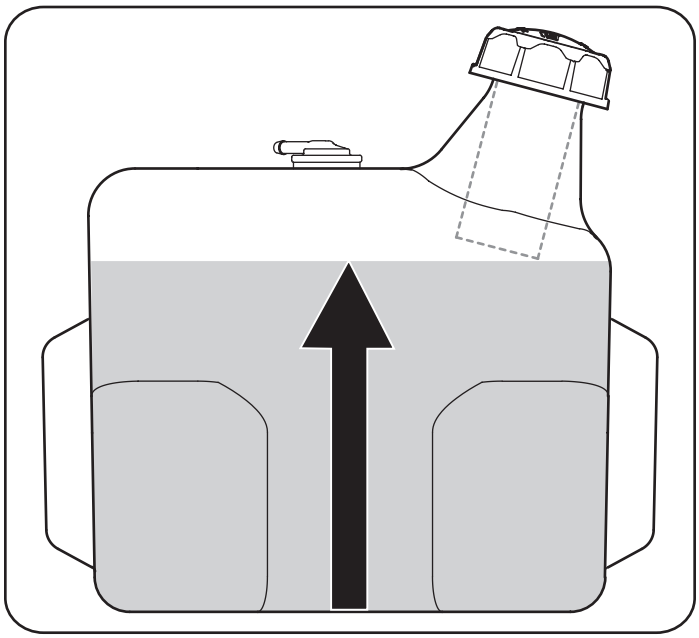

Figure 10
2. Fill the fuel tank with gasoline. Use only clean, fresh (no more than 30 days old), unleaded gasoline. Fill tank to no more than ½" below bottom of filler neck to allow space for fuel expansion. See Figure 10.
IMPORTANT: Do not overfill the tank. Fill tank to no more than ½" below bottom of filler neck to allow space for fuel expansion. See Figure 10.